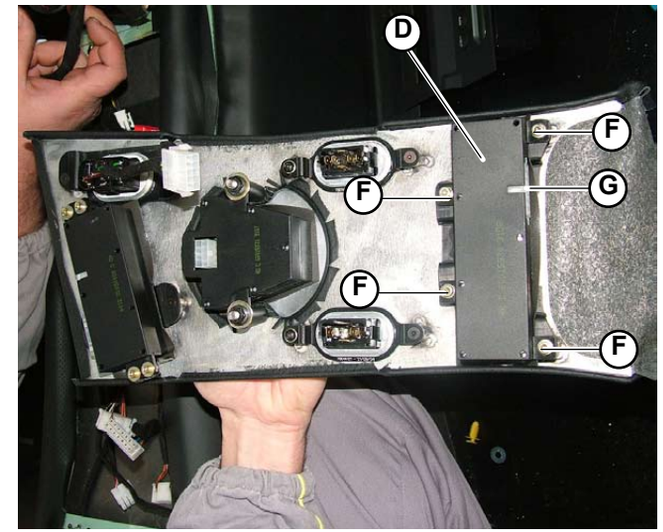

Fig.15
1. Secure control unit no. 2 (**D-Fig.15**) to the central ornament (**E-Fig.15**) using the 4 screws (**F-Fig.15**).
2. Connect the connector (**G-Fig.15**).